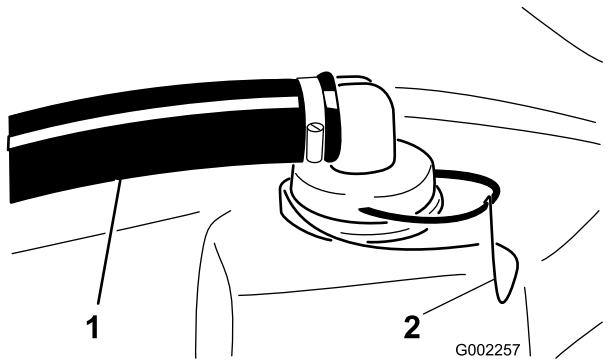

Figur 61
2. Ta bort hållaren från den röda kopplingen på den stora slangen ovanpå tanken (Figur 61).
3. Lossa slangen från tanken (Figur 61).